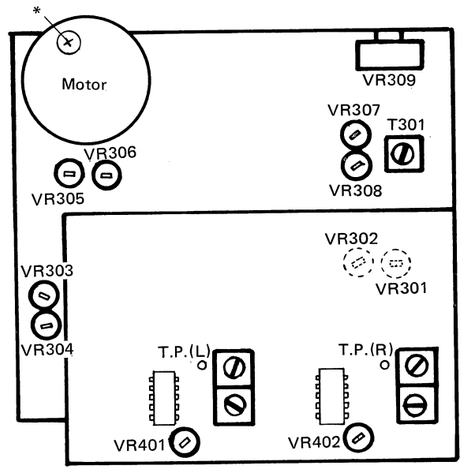

Fig. 17
5. Adjust the front REC VOLUME so that the signal level will be -25 dBm at the terminals of VR401 (L-ch) and VR402 (R-ch) respectively. (Refer to Fig. 17)
6. Finally adjust VR401 and 402 so that the level will be -2.5 dBm at the Dolby T.P. (L) and (R).
After adjustment of Dolby Noise Reduction Level was completed, adjust the VR303 (L) & VR304 (R) so that the level meter indicates Cal (+3VU). (Refer to Fig. 17)
(Fig. 17 *)